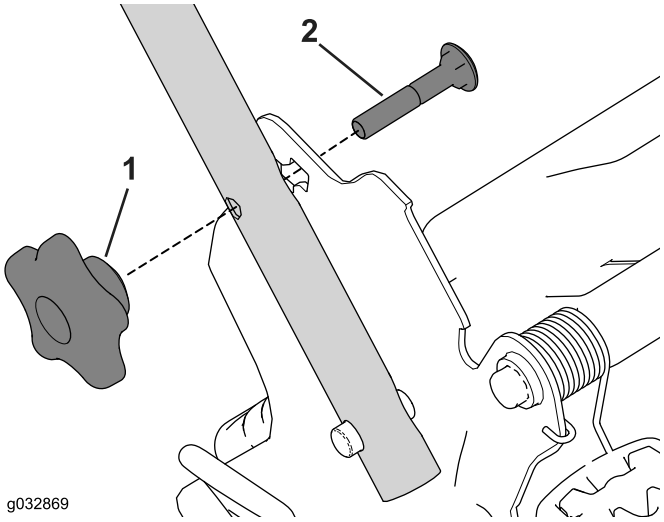

Figur 26
1. Ta bort och spara de två handtagsreglagen och vagnsskruvarna från handtagsfästena (Figur 26).